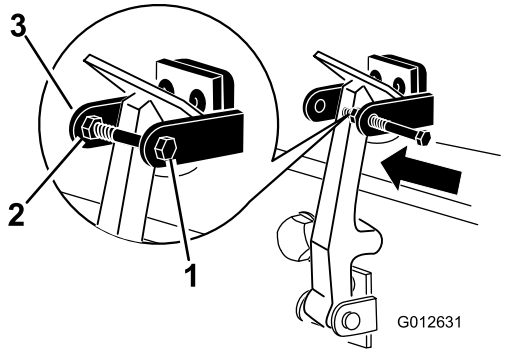

Figura 10
7. Enrosque el perno en el otro brazo del seguro de cierre del capó para fijar la posición del cierre (Figura 10). Apriete firmemente los pernos, pero no apriete la tuerca.